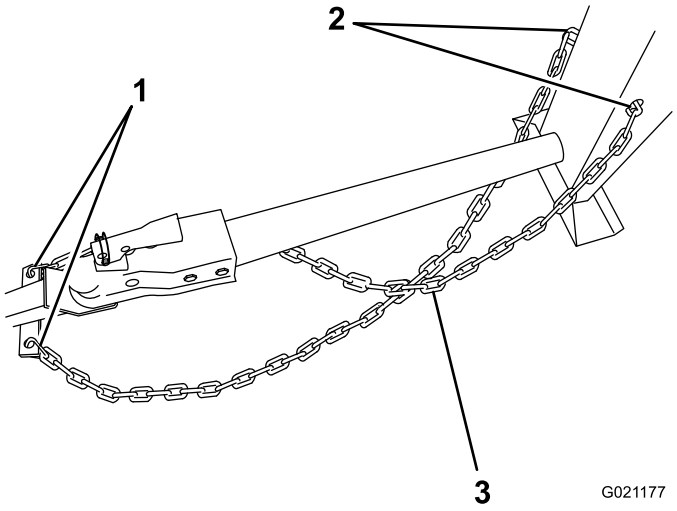
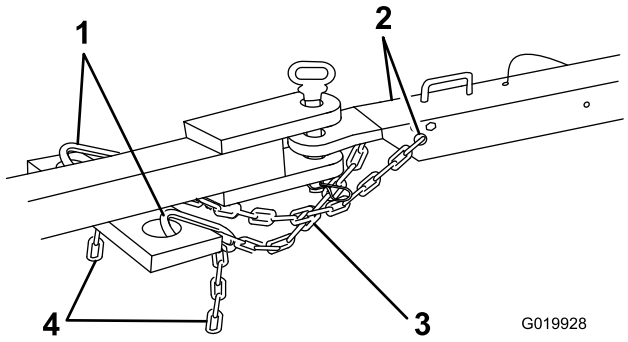

Figura 26
Figura 27
2. Cruce ambos tramos de cadena **debajo** de la barra de tracción (debajo de la barra de enganche en el caso de los modelos de descarga frontal). Para modelos de descarga lateral, consulte Figura 26. Para modelos de descarga frontal, consulte Figura 27.